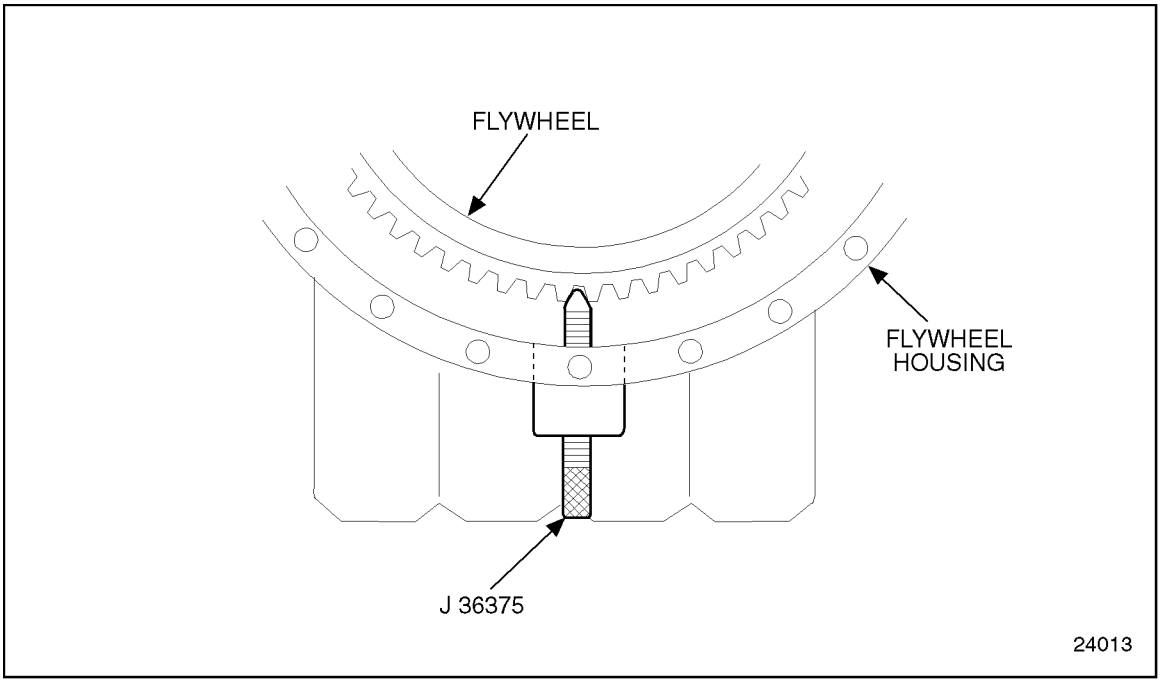

Figure 1-235 Flywheel Lock
3. Install the flywheel lock, J 36375-A. See Figure 1-235.
1. If removed, install the flywheel lock J 36375–Ato the inspection plug hole in the bottom of the flywheel housing. See Figure 1-235.